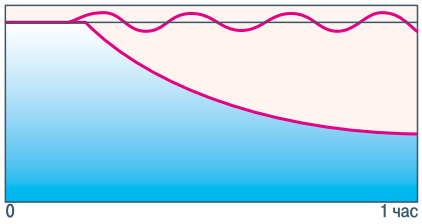

Рис. 3. Точное поддержание заданной величины влажности
2. Заниженный параметр исходящей температуры (ниже точки росы) приводит к постоянному осушению воздуха в помещении и, как следствие, нарушению ТУ (рис. 3).